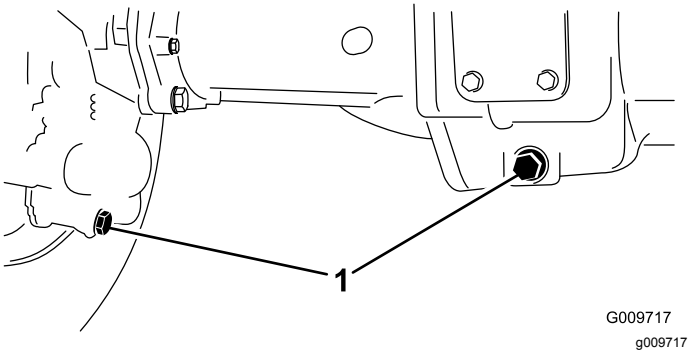

Rysunek 69
2. Oczyścić obszar wokół 3 korków spustowych, po 1 na każdym końcu i 1 na środku (Rysunek 69).